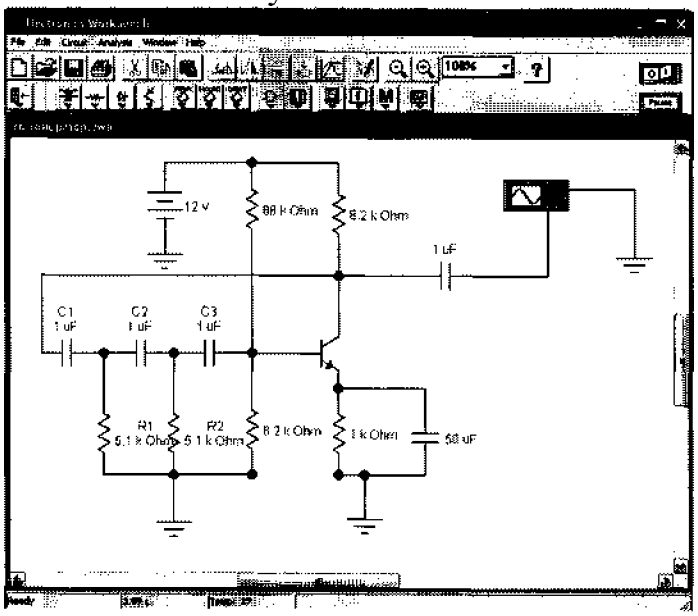

Рис. 36. Схема для исследования генератора *RC*
1. Соберите схему для исследования генератора RC (рис. 36).